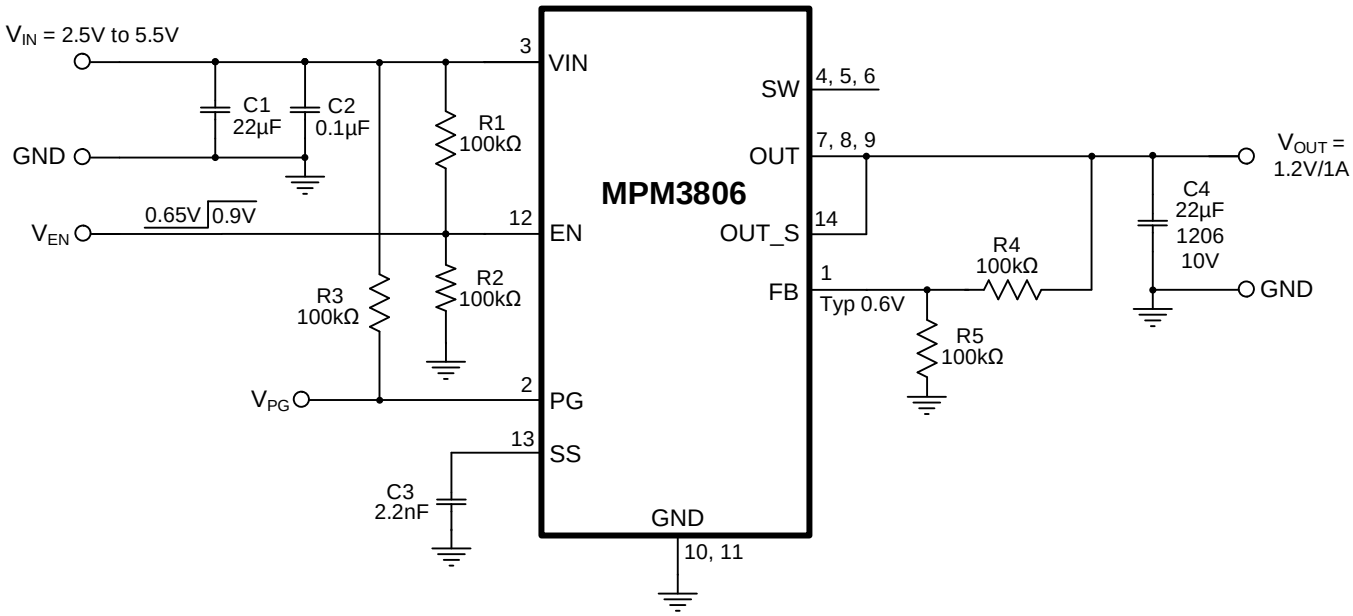

Figure 11: Typical Application (Adjustable Output, V_{OUT} = 1.2V)
11) The recommended PCB layout is based on Figure 11 on page 25.